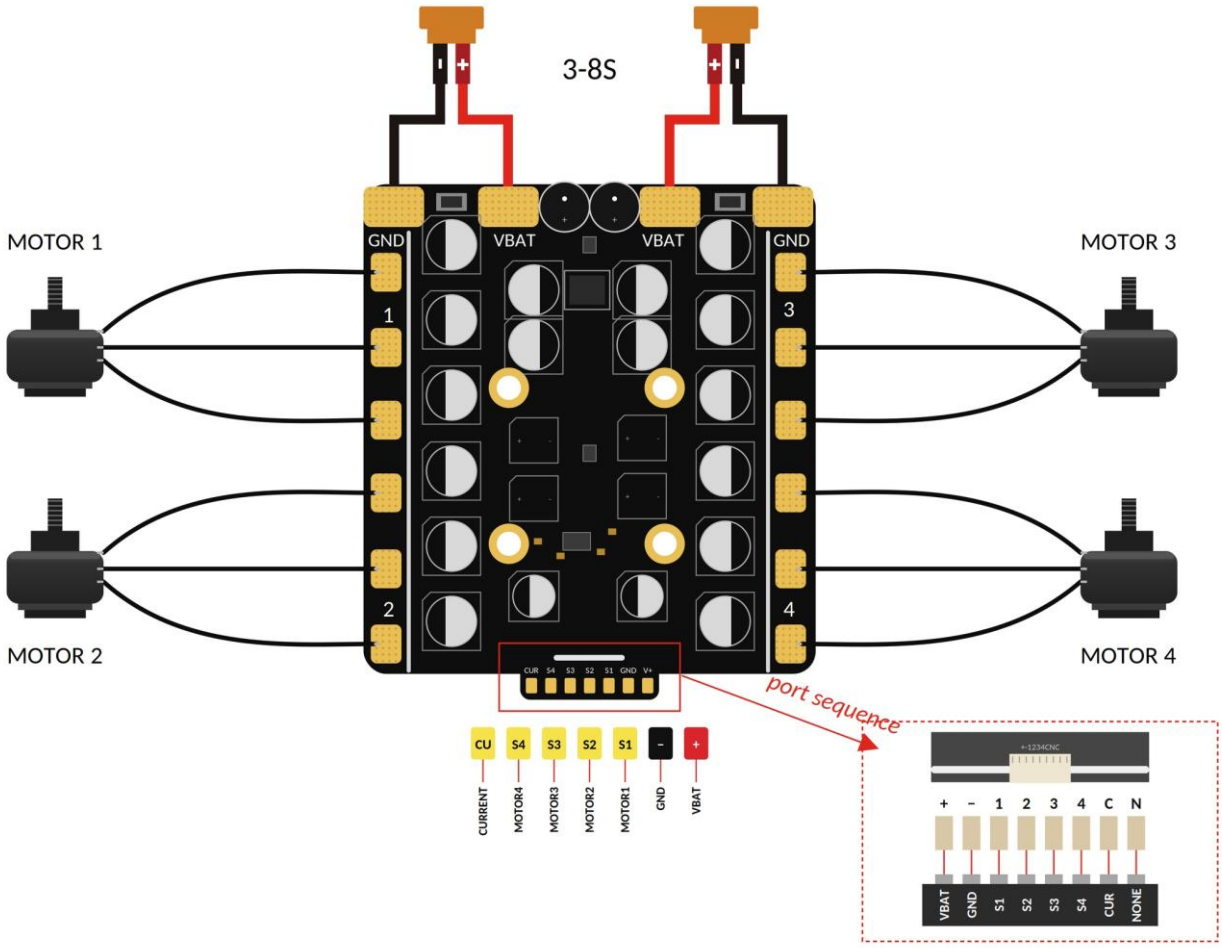

Fig.2. Schéma de câblage
- Entrées de batterie : La carte comporte deux pastilles VBAT et deux pastilles GND (paires gauche et droite), comme illustré sur la Fig. 2. Tension d'entrée prise en charge : 3-8S.